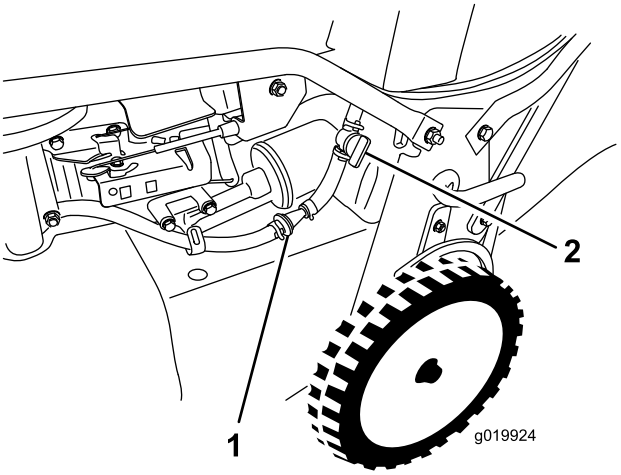

Rysunek 33
3. Zamknij zawór odcinający paliwo (Rysunek 33).
4. Usuń filtr paliwa (Rysunek 33) z przewodu paliwowego luzując zaciski otaczające filtr paliwa.